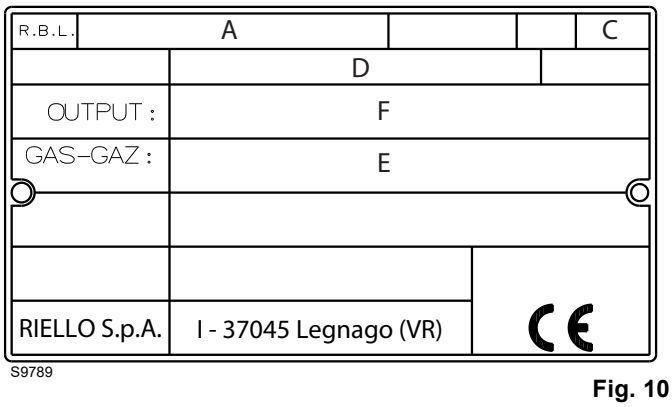

Fig. 10
- ➤ the model and code of burner (**A**)(Fig. 10);